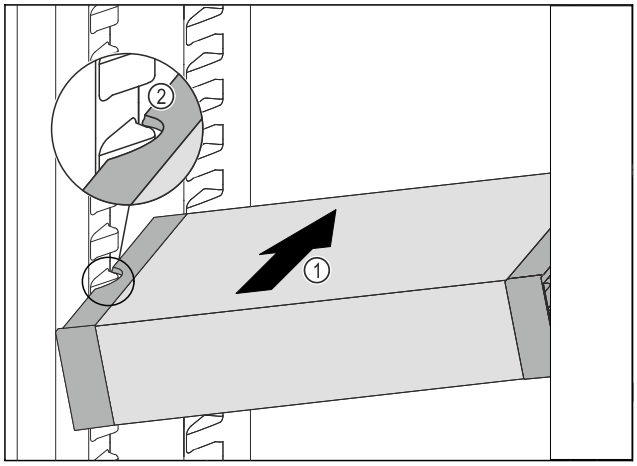

Fig. 161
▶ Insert the VarioSafe into the fridge section at an angle *Fig. 161 (1)* until the recesses in the side *Fig. 161 (2)* of the VarioSafe are at the level of the support rib in the fridge section.